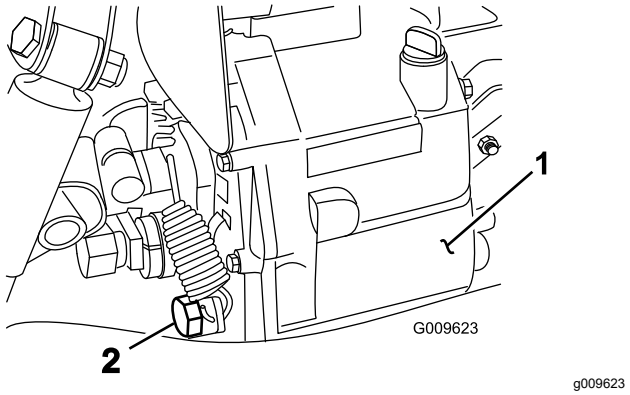

Figuur 67
4. Verwijder de aftapplug uit de zijkant van het reservoir en laat de hydraulische vloeistof in een opvangbak lopen (Figuur 67).